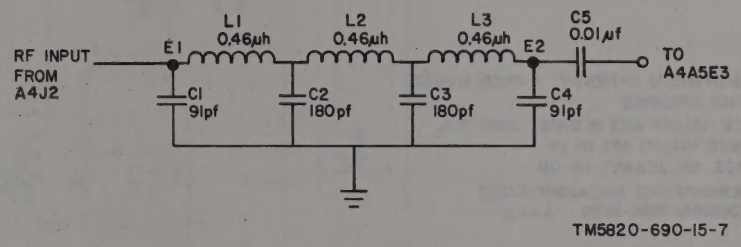

Figure 6-2. Input filter A4A1, schematic diagram.
a. Preamplifier and Band Selector Assembly A4 (fig. 6-2 through 6-8 and Fig. 6-23). Assembly A4 is the front end or preamplifier and band selector assembly. It is comprised of a low-pass input filter, a three-section 30-position RF switch, the RF amplifier, the 1st mixer, and the 1st local oscillator. A 32-MHz low-pass filter, A4A1, preselects the input frequencies and reduces the spurious signals caused by higher frequencies. The switch, A4S1, comprises the MC TUNING control and separates the 1- to 31-MHz frequency range into incremental 1-MHz bands, translating these up to a common IF. bandpass of 39.5 to 40.5 MHz.
(1) The first section of the switch selects the tuned circuit between the antenna and the amplifier input, A4S1A and A4S1B. The second section, A4S1C and A4S1D, counting from the back of the receiver toward the front is similar to the first and is between the plate of the second amplifier stage and the mixer input.
(2) Counting from antenna connector J2 forward, the first deck, A4S1A, contains all odd band number coils in the input circuit (that is, 1.000 to 1.999 MHz, 3.000 to 3.999 MHz, etc); the second deck, A4S1B, contains even band number coils for the input circuit (2.000 to 2.999 MHz, 4.000 to 4.999 MHz, etc). The third deck, A4S1C, contains odd band number coils tuning the RF amplifier A4A2 output circuit; the fourth deck, A4S1D has the even band number coils for the amplifier output. The fifth deck, A4S1E contains the odd band number coils tuning the 1st L.O. A4A4, the sixth deck A4S1F, the even band number local oscillator coils. The decks work in pairs and are so arranged that the odd and even coils alternate, one being on a dead or unused area while the contact wipers are making contact on the appropriate coil on the other rotor.